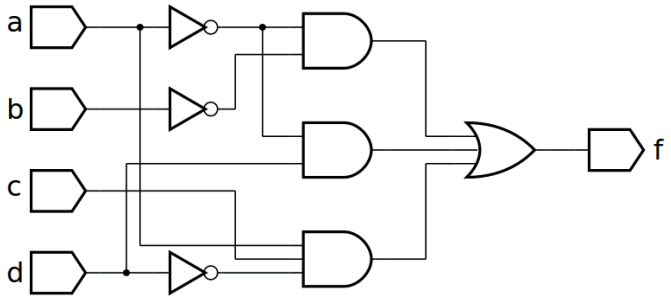
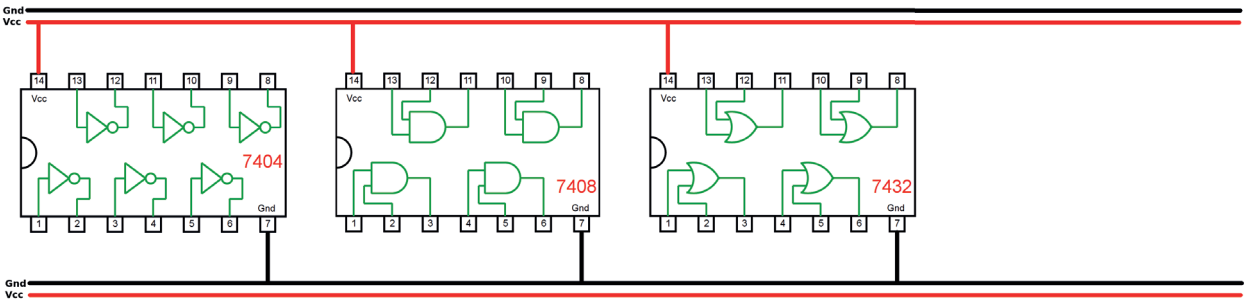

Figura 5.18 – Diagrama esquemático.
Figura 5.19 – Disposição dos componentes (TTL) para a placa de montagem.
1. Complete as ligações na figura 5.19 ou 5.20 de acordo com a figura 5.18.
5. Utilize um programa de simulação em computador (SmartSim, Atanua, Qucs) faça a simulação do circuito da figura 5.18. Compare os resultados com a tabela 5.10.
6. Escreva a equação booleana do circuito da figura 5.18 e simule no programa para o Arduíno.